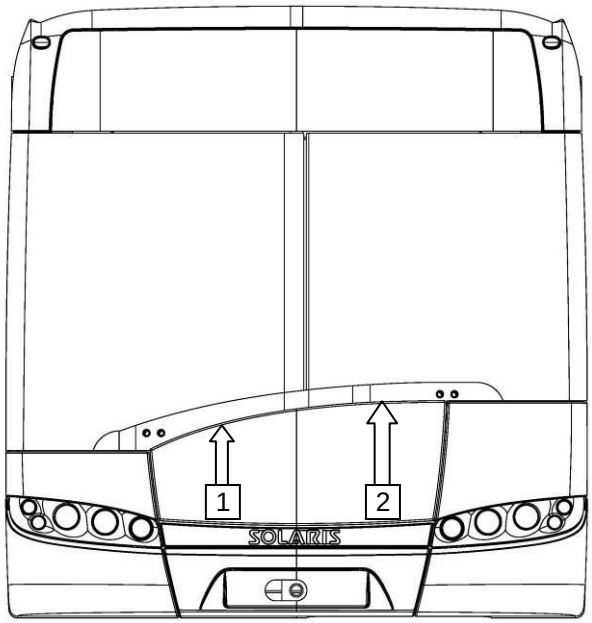

Rys. 3 Otwarcie klapy środkowej pojazdu, 1,2 – orientacyjne punkty przyłożenia rąk w celu otwarcia klapy
- otworzyć przednią, środkową klapę obsługową poprzez pociągnięcie klapy (Rys.3) a następnie opuszczenie jej aż do oparcia się na pasku zabezpieczającym,